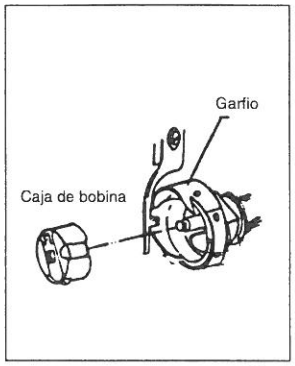

Fig. 7
a) Saque la caja de bobina y eche unas gotas de aceite en la corredera del garfio (Ver fig. 7).